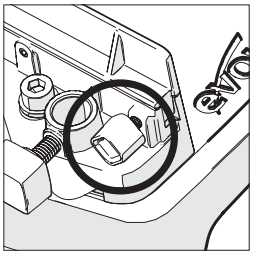

Fig. 5
- Desaperte o parafuso manual **(Fig. 5)**.